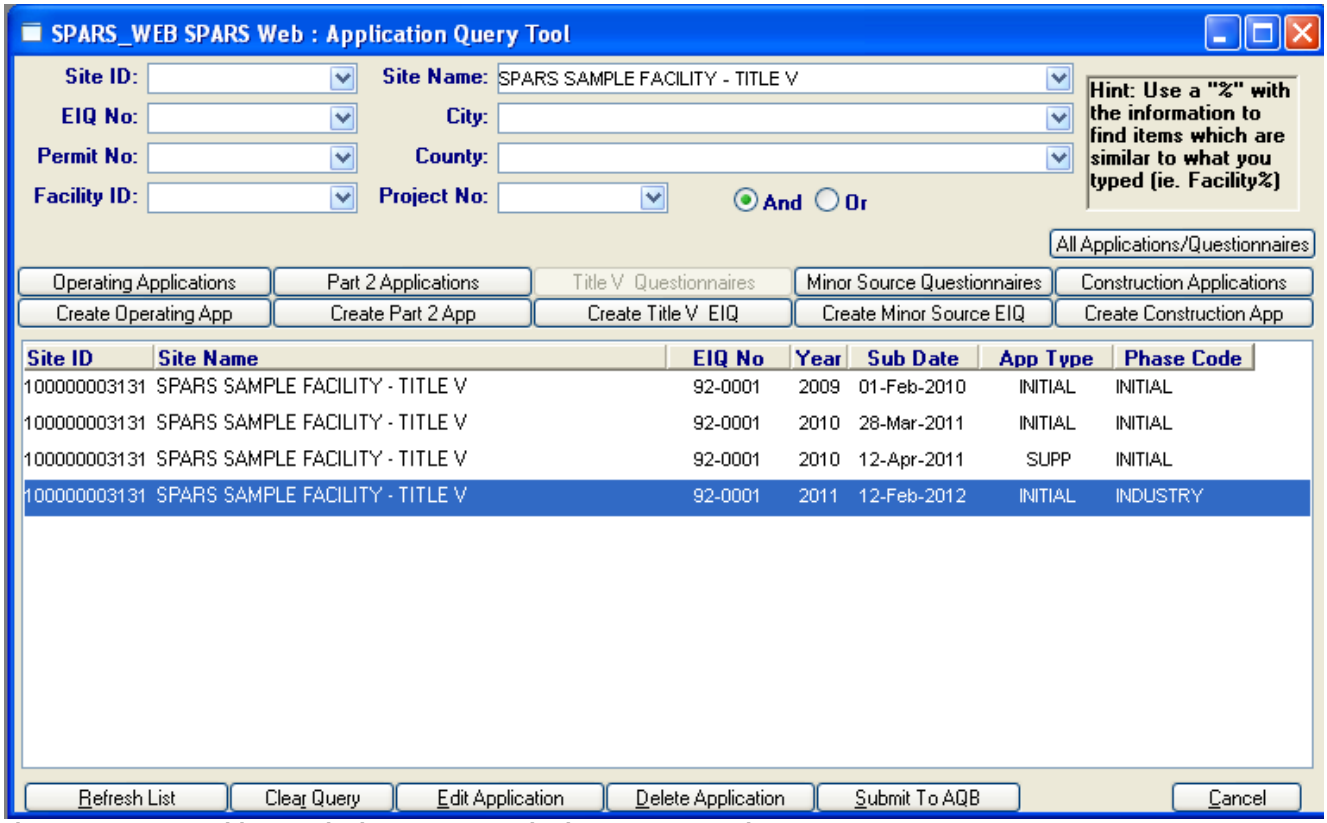

Figure 11.1 – New Title V Emissions Inventory in the INDUSTRY Phase
2. On the Application Query Tool, find the new Title V Questionnaire, which should be in **INDUSTRY Phase** and highlight it (see Figure 11.1).